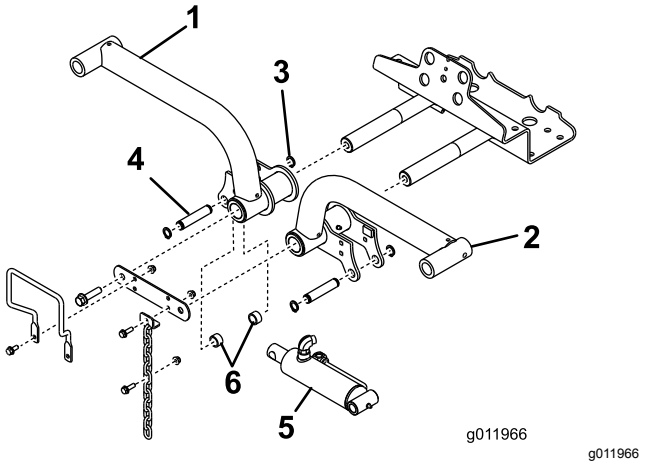

Figur 15
4. Sett løftearmene på løftearmsvingakslene (Figur 15), og fest hver enkelt med et svingakselledd for løftearm og boltene som du fjernet tidligere.
6. Fest høyre ende av løftesylinderen til høyre løftearm med en pinne og to avstandsstykker (Figur 15). Fest den med en låsering.